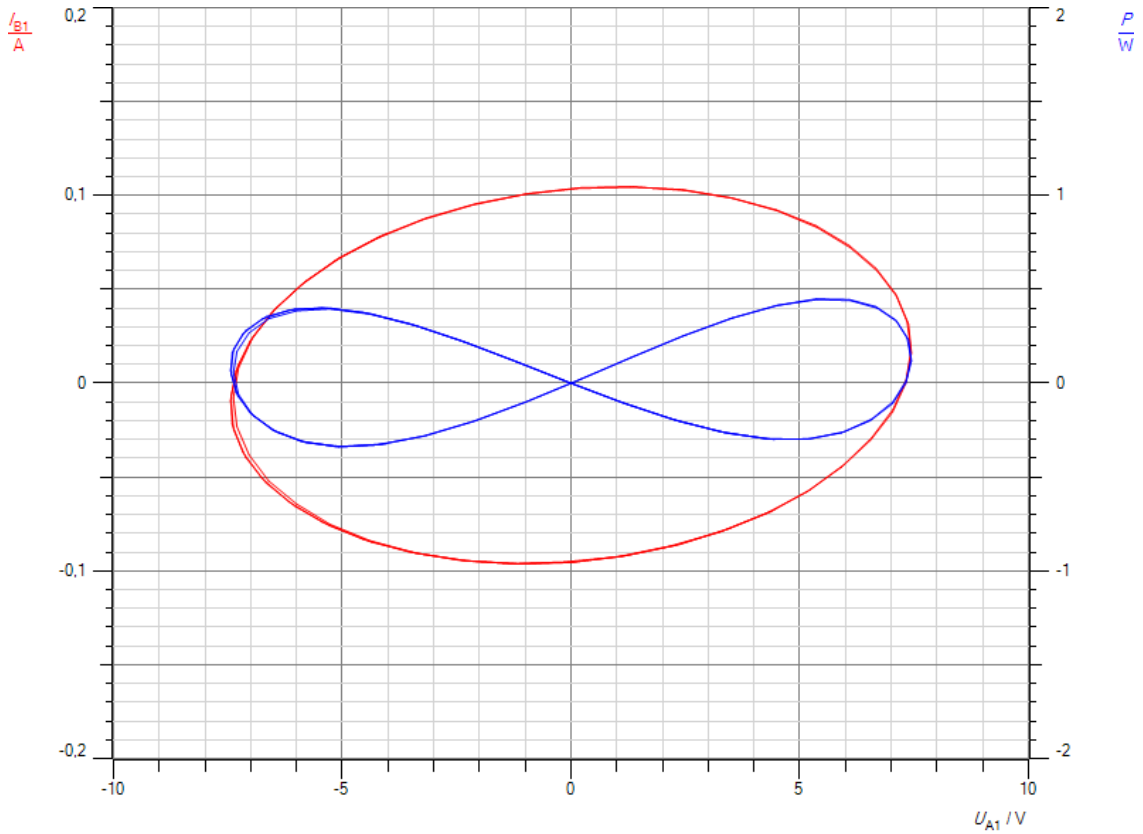
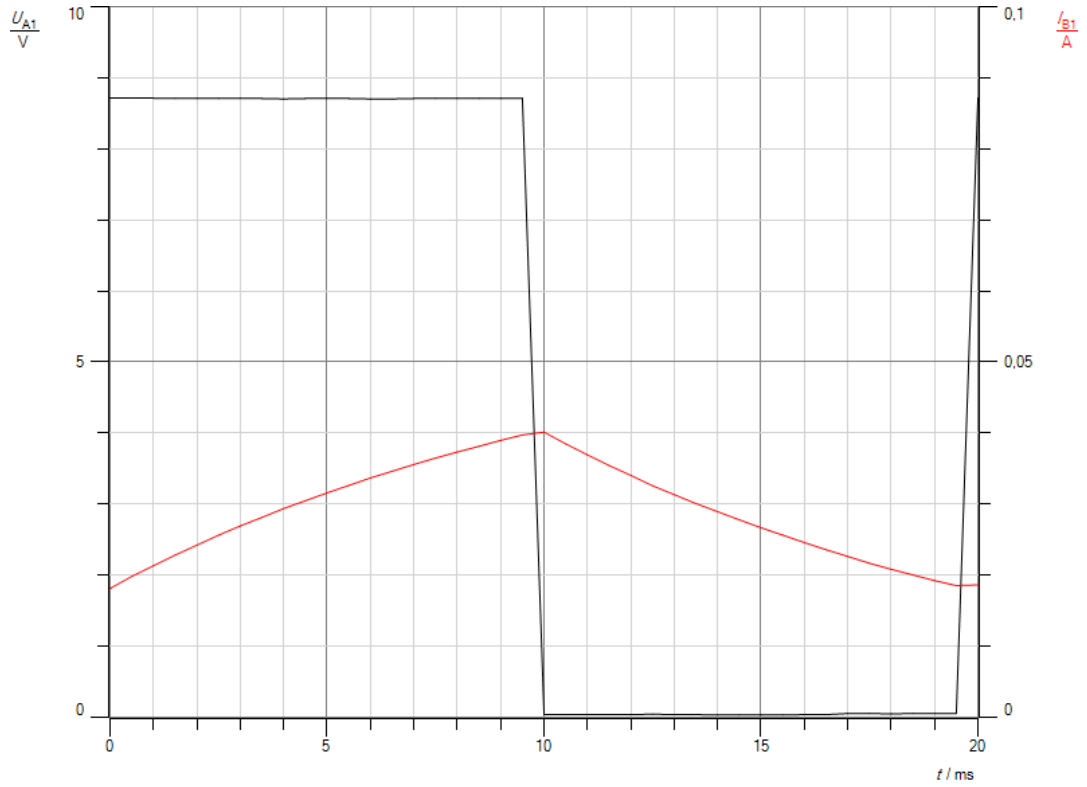

Abb.4: I(U) und P(U)-Diagramm für eine Spule mit Eisenkern
Abb.2: Einschaltvorgang Spule(2x1800) mit Eisenkern
e. Abb. 2 zeigt die Diagramme für die Spule ohne Eisenkern, Abb. 4 mit Eisenkern. Auch diese Diagramme bestätigen die Überlegungen zum Verhältnis von induktivem und Ohmschen Widerstand bzw. zur Blind- und Wirkleistung. Mit Eisenkern liegt die Hauptachse der I(U)-Ellipse fast auf der horizontalen Achse, zwischen U und I besteht eine Phasenverschiebung von fast 90°, ohne ist sie gegen die horizontale Achse geneigt aufgrund der kleineren Phasenverschiebung von etwa 45°. Mit Eisenkern liegt das P(U)-Diagramm fast